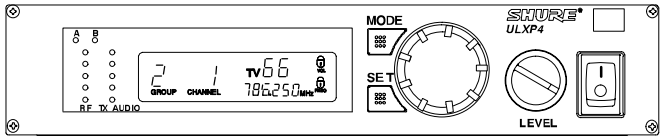

FIGURA 45
3. Per attivare le icone lampeggianti di bloccaggio, premete il pulsante SET. Il display ritorna alla modalità predefinita e l’icona di bloccaggio appare su tutti gli schermi del display. (vedi Figura 45).